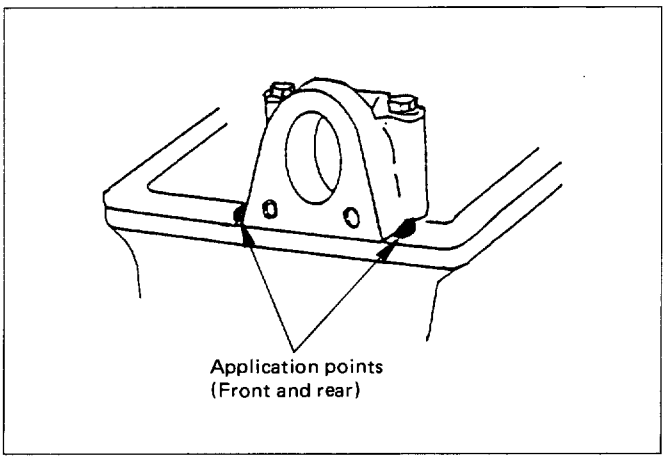

Fig. 6A1-3
- Clean the sealing surface of cylinder head and cylinder head cover to remove oil and sealing materials completely. Apply sealant (TB-1207B or equivalent) of bead diameter 2-3 mm at four places of arched area of camshaft brackets on front and rear sides. (Fig. 6A1-3)